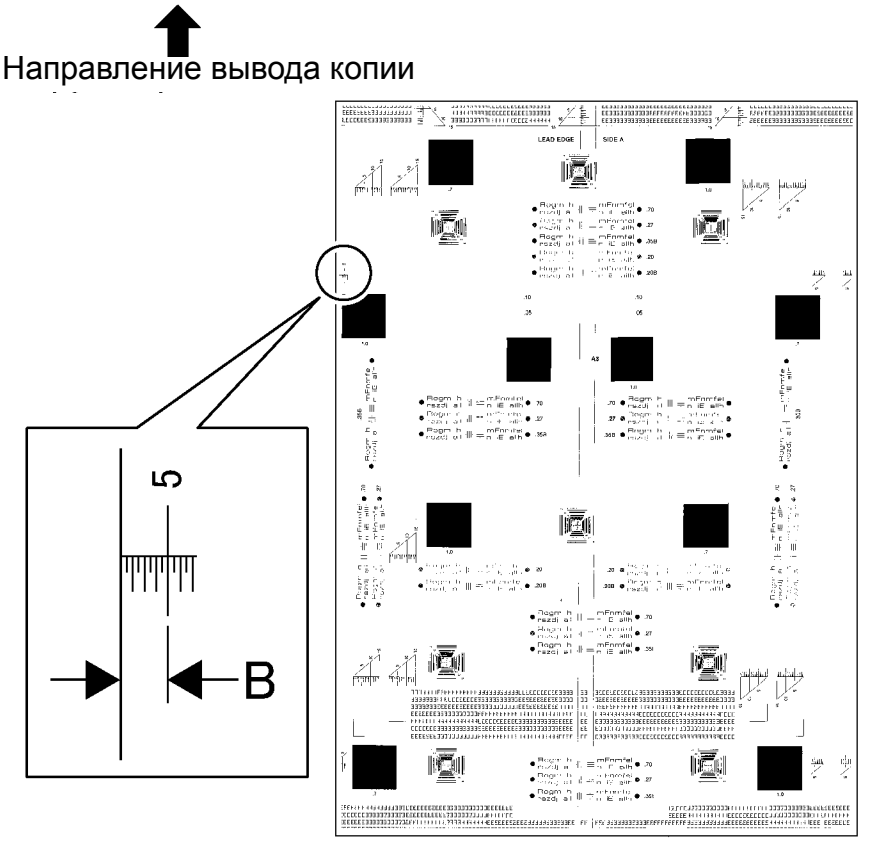

Рисунок 1 Регистрация боковой кромки в DADF/ADF (j0st41561)
- Со стекла экспонирования изготовьте на обычной бумаге копию тест-листа с мишенью на боковой кромке, подобной показанной на рисунке (см. рисунок 1).
- На обычной бумаге сделайте отметку на расстоянии 5 мм от боковой (длинной) кромки листа (см. рисунок 1) и пользуйтесь им как тест-листом.